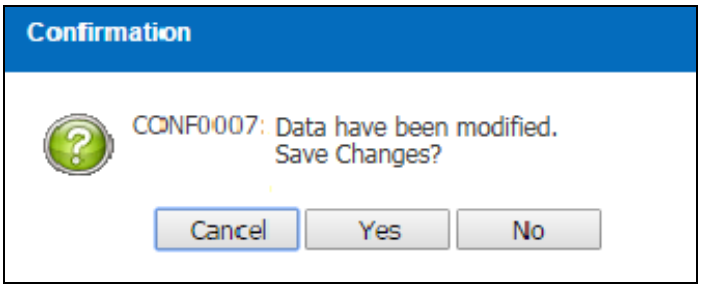

Figure 3.6.1-4 Confirmation Message
- *System will display a Confirmation Message as Figure 3.6.1-4*